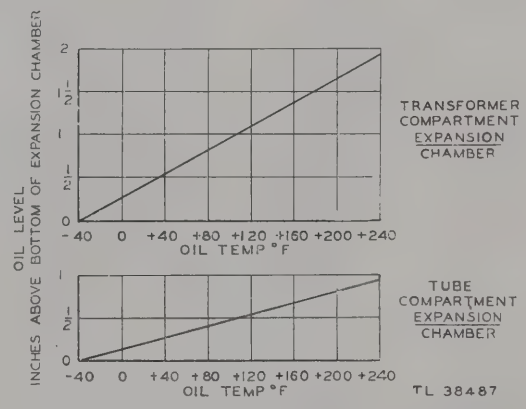

Figure 80. Oil level chart for modulator unit.
(10) Measure the oil temperature by immersing the thermometer which is stored in the tool case in the oil for 3 minutes. Have thermometer encased in its armored guard (fig. 81). From the oil level chart (fig. 80) read the correct level for temperature of oil. With the 6-inch steel scale measure the oil level from the bottom of the expansion chamber to the oil surface. Add or remove oil with the pipette (fig. 81). Adjust the level in the expansion chamber according to the oil temperature as shown in the chart. Check oil level with the 6-inch scale until correct.